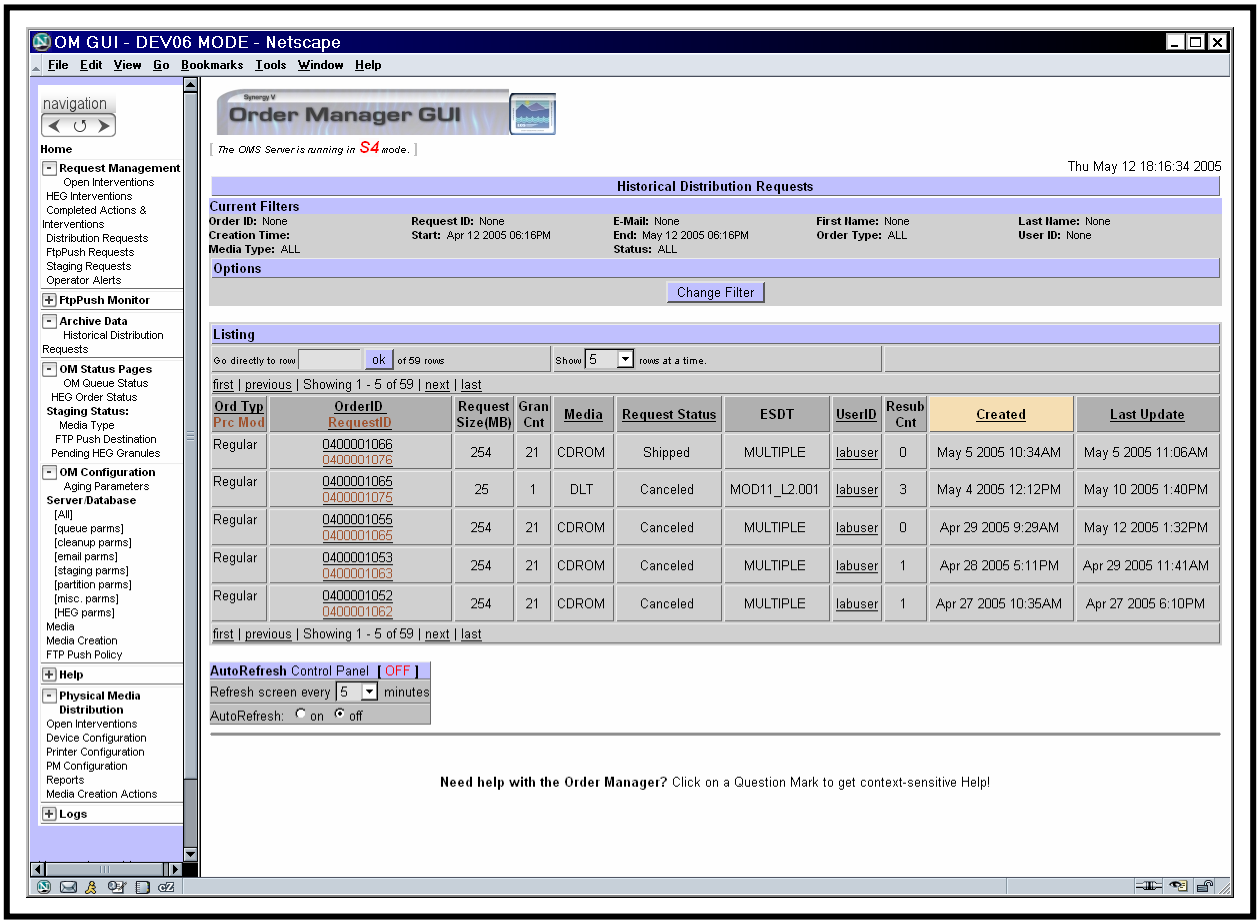

Figure 49. Historical Distribution Requests Page
The **Historical Distribution Requests** page (Figure 49) provides the Distribution Technician (whether full-capability or limited capability operator) with a means of viewing historical distribution request information on the OM GUI.
- The **Historical Distribution Requests** page (Figure 49) is displayed.